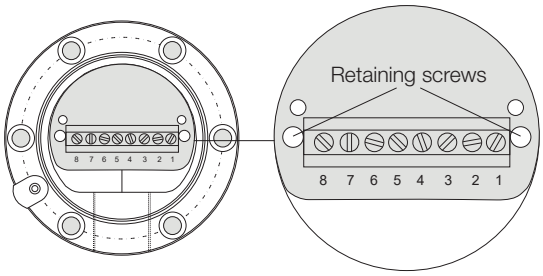

Fig. 4-6: Typical housing with connection terminal assembly, pin assignment
4. Disconnect the two electronics module retaining screws (see Fig. 4-6).